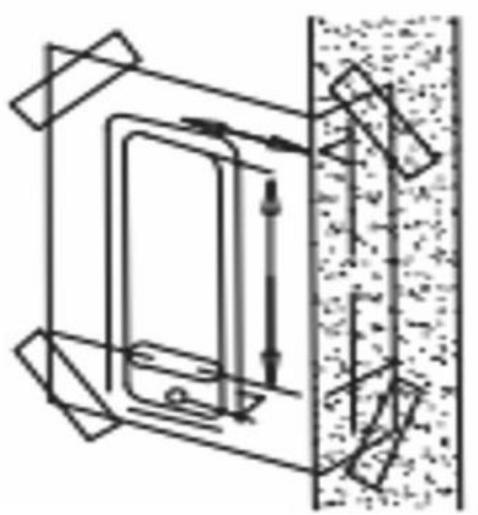

FIG3
1) Prawidłowo umieść i przymocuj szablon (szablon produktu Model 5051) powierzchnia drzwi wewnętrznych Wymagana wysokość od podłogi. Upewnij się, że odpowiedni, oznaczony szablon wyrównania krawędzi drzwi powinien być prawidłowo wyrównany z rzeczywistą krawędzią drzwi (jak na rys. 3).